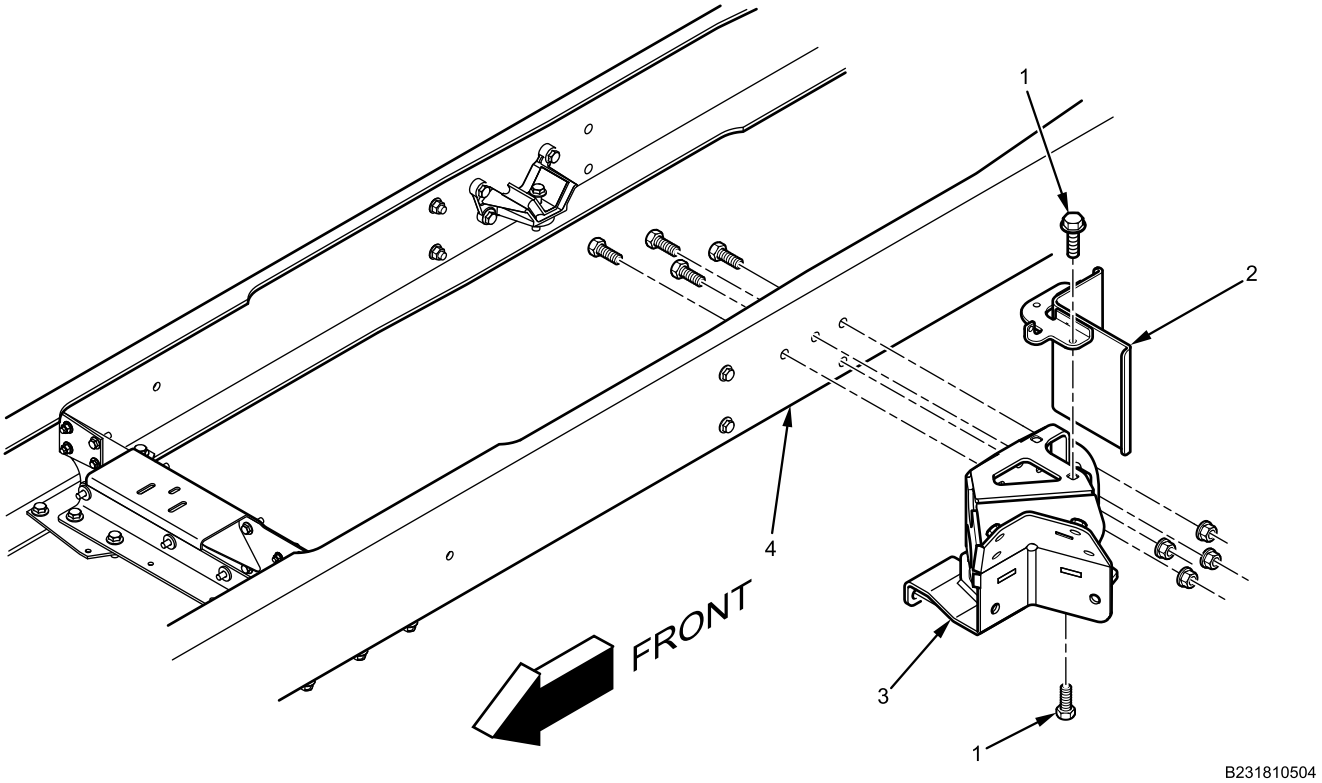

Figure 8. Left Inner Wheel Deflector Bracket Shield.
4. Install shield (Figure 8, Item 2) on left wheel deflector bracket (Figure 8, Item 3) and vehicle frame (Figure 8, Item 4) with two bolts (Figure 8, Item 1). Tighten bolts securely.